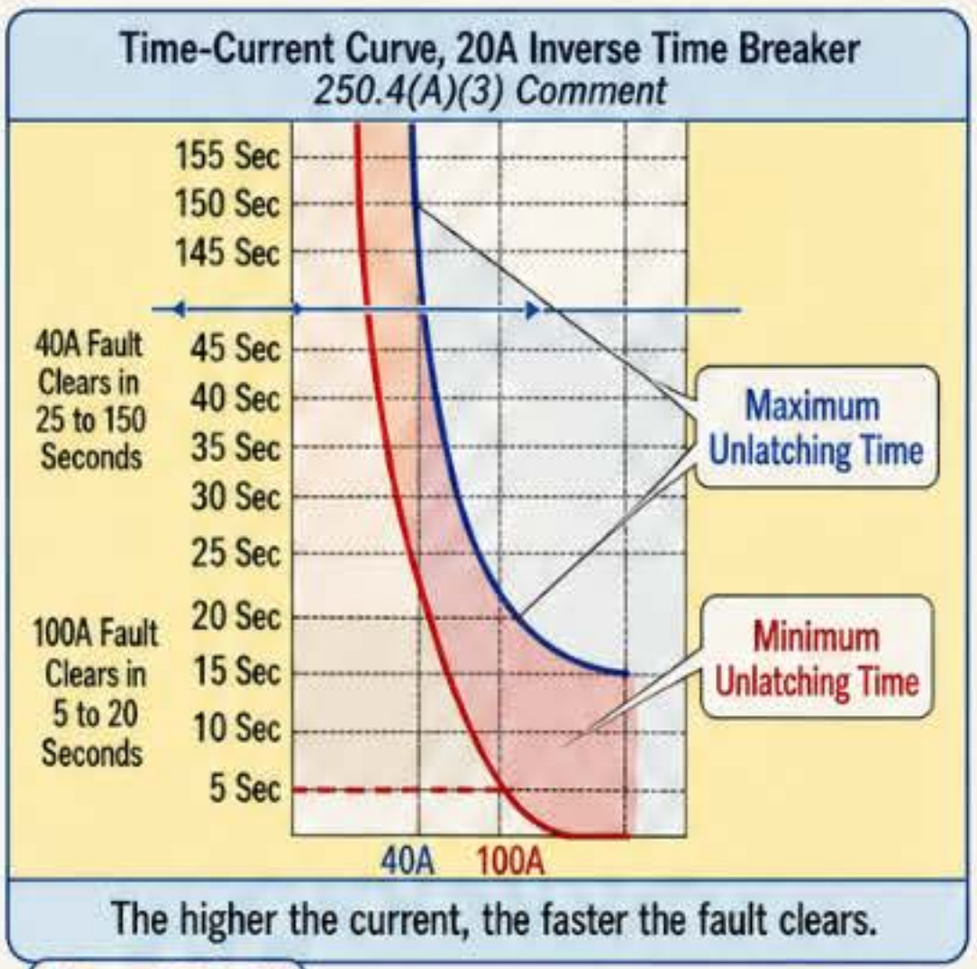

Figure 250–24
(3) Bonding Conductive Materials. Materials that can conduct electricity—such as metal water piping, metal sprinkler piping, metal gas piping, and other metal piping systems—along with exposed structural steel members likely to become energized must be bonded together. This bonding creates a low-impedance fault current path that is capable of carrying the maximum fault current likely to be imposed on it. ▸ Figure 250–24